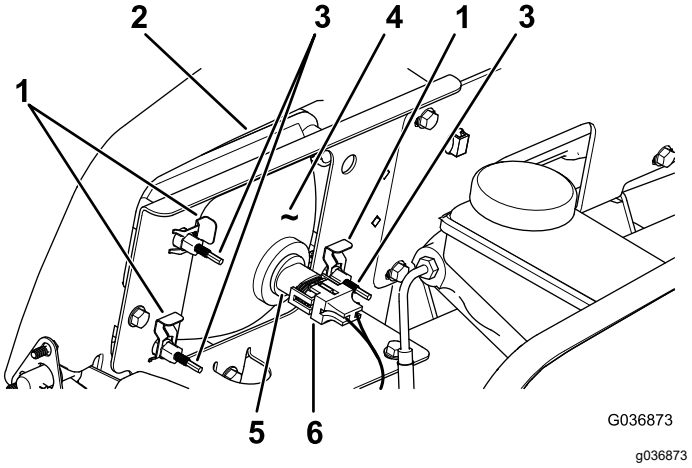

Figur 53
3. Koppla loss kablagets elektriska anslutning från lampenhetens kontakt (Figur 53).
4. Ta bort snabbklämmorna som fäster strålkastaren vid strålkastarfästet (Figur 53).
5. Demontera strålkastarenheten genom att flytta den framåt genom öppningen i den främre stötdämparen (Figur 53).
6. För in den nya strålkastaren genom öppningen i stötdämparen (Figur 53).
8. Anslut kablagets elektriska anslutning till lampenhetens kontakt (Figur 53).
2. Gå till baksidan av strålkastarenheten och vrid på justerskruvarna (Figur 53) för att svänga på enheten och rikta in ljuskäglan.